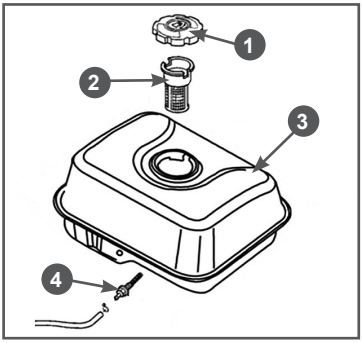
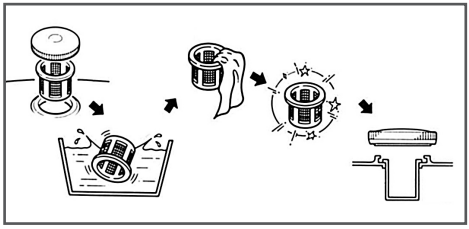

Рис. 15 Расположение топливных фильтров
Рис. 16 Обслуживание фильтра заливной горловины топливного бака
В топливном баке установлены два сетчатых топливных фильтра. Один фильтр устанавливается в заливной горловине топливного бака. Второй фильтр конструктивно объединен со штуцером топливного бака и установлен внутри бака (Рис. 15).
Топливный фильтр 2 (Рис. 15), установленный в горловине бака, проверяйте при каждой заправке бака топливом. При необходимости вынимайте сетчатый фильтр из бака и производите его очистку (Рис.16). Регулярно проверяйте целостность сетчатого фильтра, при обнаружении механических повреждений замените сетчатый фильтр.
Через каждые 300 часов работы необходимо производить очистку топливного бака от грязи и конденсата. Одновременно с очисткой топливного бака необходимо проверять и очищать фильтр 4, установленный внутри бака (Рис. 15). Поврежденный или сильно загрязненный фильтр необходимо заменить.
3. Выкрутите из топливного бака выходной штуцер 4 и произведите его очистку (Рис. 15). Внимательно осмотрите сетчатый фильтр. При обнаружении механических повреждений замените штуцер топливного бака.